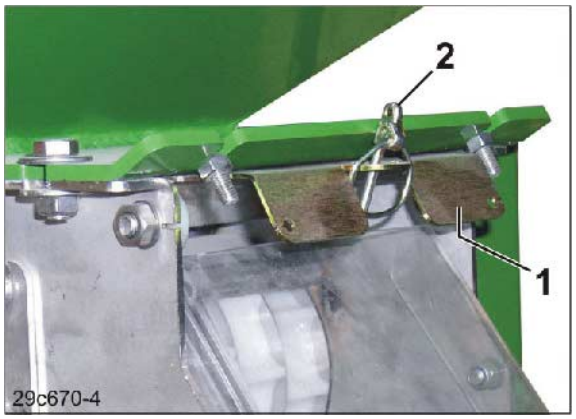

**Fig. 146**
1. Enlevez la goupille (Fig. 146/2) (nécessaire uniquement pour fermer la trémie avec la trappe (Fig. 146/1) uniquement lorsque la trémie est pleine).
N'oubliez pas d'ouvrir tous les clapets (Fig. 146/1).
Fixez chaque clapet avec une goupille d'arrêt (Fig. 146/2).